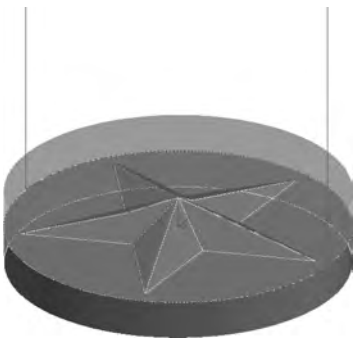

图 5-129　扫描线精加工刀路轨迹
④ 设置“几何”和粗加工一样选择所有曲面，单击“确定”按钮，系统开始计算并生成刀路轨迹，结果如图 5-129 所示。